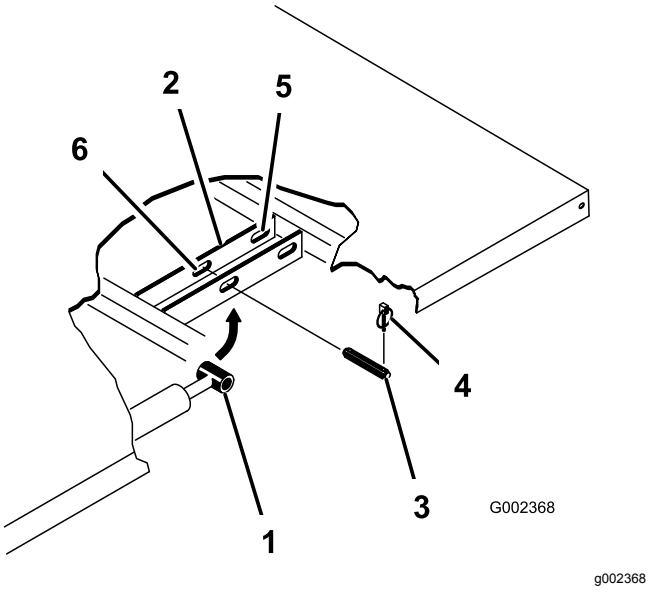

Figur 3
4. Ta bort hjulsprintarna från de yttre ändarna av cylinderstavens sprintbultar (Figur 3).
5. Ta bort sprintbultarna som håller cylinderstavsändarna vid flakets fästplattor genom att trycka bultarna mot maskinens mittlinje (Figur 3).